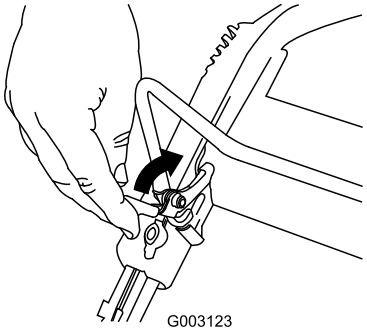

Figuur 17
1. Trek de vergrendeling van de bedieningsstang naar achteren (Figuur 17).